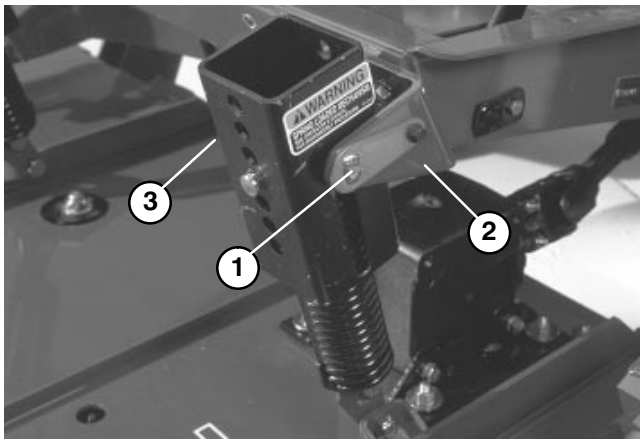

Figure 23
2. Disconnect counterbalance from traction unit, remove lock pins from brackets, separate spring tension assemblies from brackets and lay them down on the deck. Loosely secure lock pins to brackets to prevent losing them (Fig. 23).